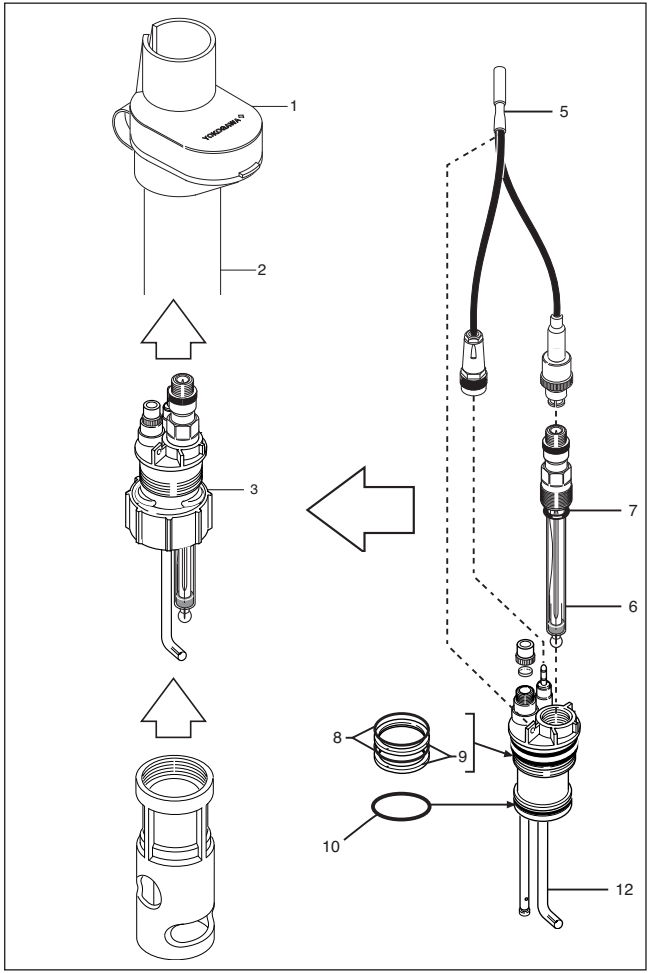
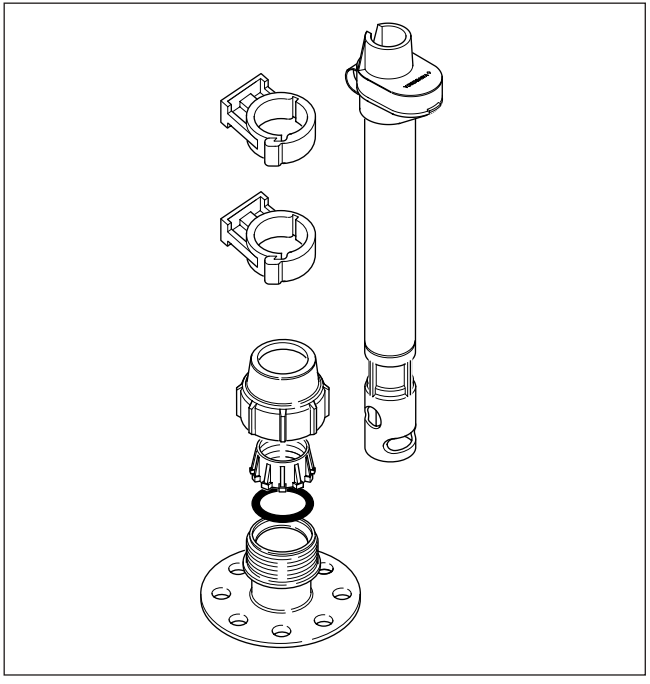
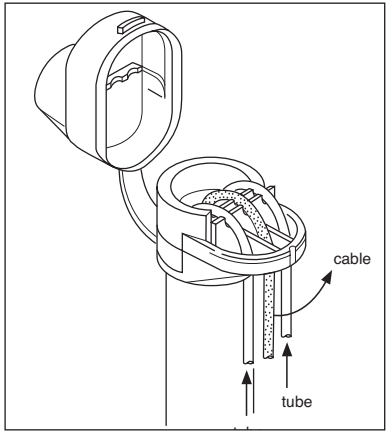

Figure 29. exploded view immersion fitting
Figure 30. Mounting of the immersion fitting
Figure 32. Tubing and cabling leads
The compact probe is delivered in parts and has to be put together before it can be used. Check if all the standard parts of the EXA compact immersion probe: no 1, 2, 3 and 4 (already mounted together) and 5 (see fig. 29 and table 3) and (when ordered) the optional parts: no. 12 and 13 (see fig. 30 and table 3) are delivered and in accordance with the modelcode.
Table 3. PD20: Parts and Options (see fig. 29)
Mounting (see fig. 29 & 30 and table 3)
(1) Push the rubber cap (1) onto the top of the immersion tube (2). The bottom end of the immersion tube -the process side- has a cam inside!
(2) An optional adjustable flange (12) must now be pushed onto the immersion tube from the bottom end. By unscrewing the nut and the flange, it can be slid onto the tube and fixed at any desired position.
(3) Open the rubber cap and guide the connection cable (5) through the protection hood.
(4) Screw the electrode (6) with O-ring (7) into the basic holder (3).
(5) a. Connect the combination cable (5) onto the electrode and liquid earth connector of the basic holder (see fig. 29)
(6) When using an EXA compact probe with chemical cleaning or flow electrode: see chapter 5 and 6 respectively.
(7) a. Slightly unscrew the protection cage (4) from the basic holder (3) in such a way that the 2 O-rings (8) are not in the clamping/sealing position anymore.
d. Screw the protection cage tight onto the basic holder (the fold inside will keep the basic holder in place), the 2 O-rings (8) will expand and together with O-ring (10) they form a watertight seal.
(8) Pull the cable and clamp it into the middle “hole” (cut out) of the rubber cab (fig. 32). Close the rubber cap.
(9) Optional wall mounting clamps (13) can be used to secure the immersion tube in any desired vertical position. It is also possible to use the optional flange for mounting.
(10) Connect the 7 leads of the cable at the pH analyser (see wiring diagram section 4-5).
Maintenance (see fig. 29)
(1) List the immersion tube out of the process
(2) The protection cage 4) can be easily unscrewed from the basic holder (3), so that the electrode is accessible for calibration or inspection
(3) To get access to the connection at the top of the basic holder, first open the rubber cap and pull the cable upwards out of the middle “hole” of the cap (see fig. 32). When the tubes for KCl or chemical cleaning agent are used, they must be pushed